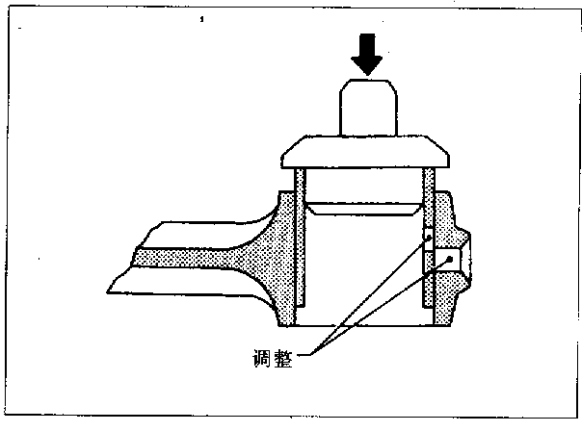

图 2-9-28
a. 压入小端衬(轴)套,使轴套端面和连杆端面平齐,确保油孔对准,见图 2-9-28。